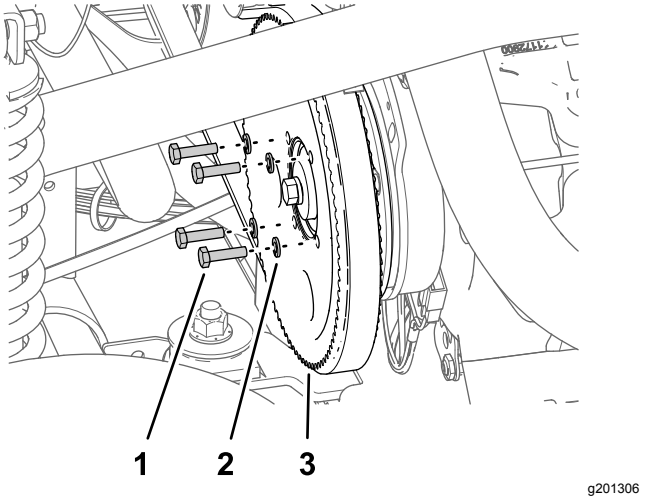

Rysunek 179
3. Wykręć 4 śruby (1/4 x 1 cal) z 4 podkładkami zabezpieczającymi (1/4 cala) mocujące koło pasowe do pompy zraszacza (Rysunek 179).